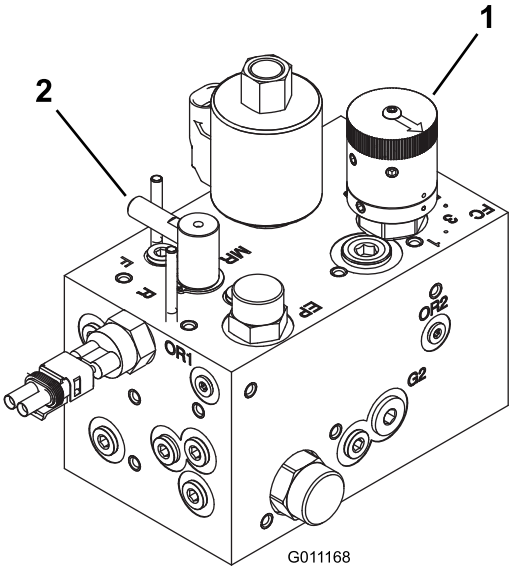

**Figur 78**
3. Drej baglapningsknappen til baglapningspositionen. Drej knivcylinderens hastighedsregulator til position 1 (Figur 78).